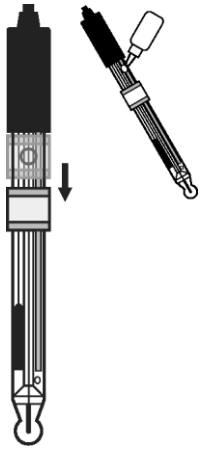

Рис.2
5.3 Уровень электролита в электроде должен поддерживаться в пределах, показанных на рис. 2. При необходимости электролит следует доливать в электрод через заливочное отверстие.